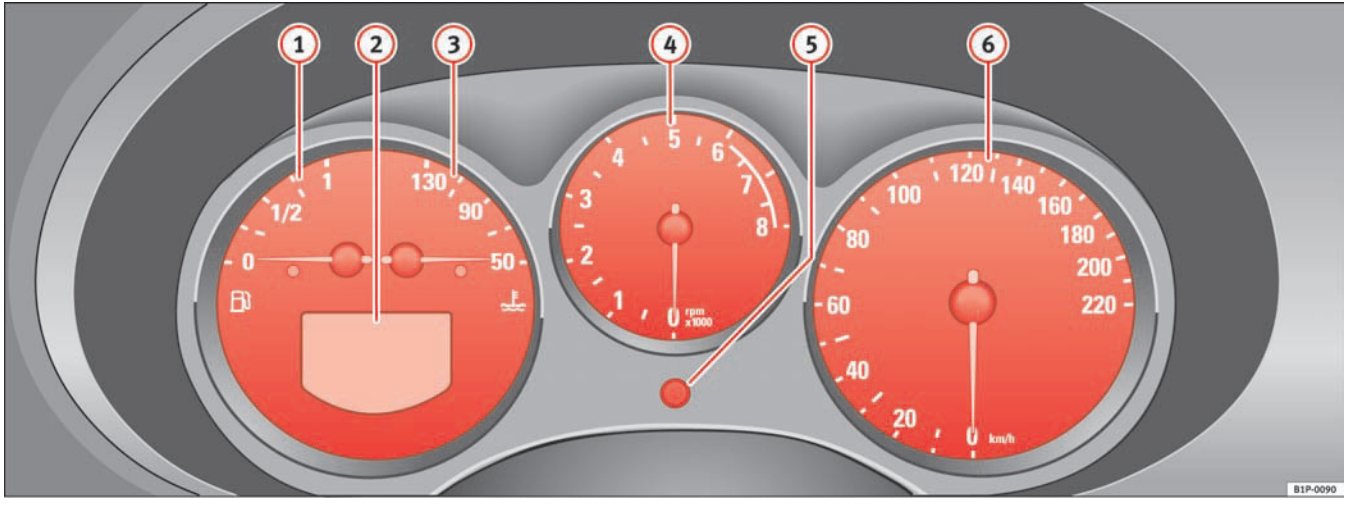

Fig. 32 Detail of the dash panel: Instruments
The start of the red zone on the dial ⇒ page 56, fig. 32 (4) indicates the maximum engine speed which may be used briefly when the engine is warm and after it has been run in properly. However, it is advisable to change up a gear or move the selector lever to D (or lift your foot off the accelerator) before the needle reaches the red zone.
– Turn the setting knob ⇒ page 56, fig. 32 (5) anti-clockwise to the stop to set the hour. If the knob is turned briefly anti-clockwise the clock will advance one hour further.
The right-hand counter registers the short journeys. The last digit indicates steps of 100 metres. The trip recorder counter may be reset by the reset button ⇒ page 56, fig. 32 (5).